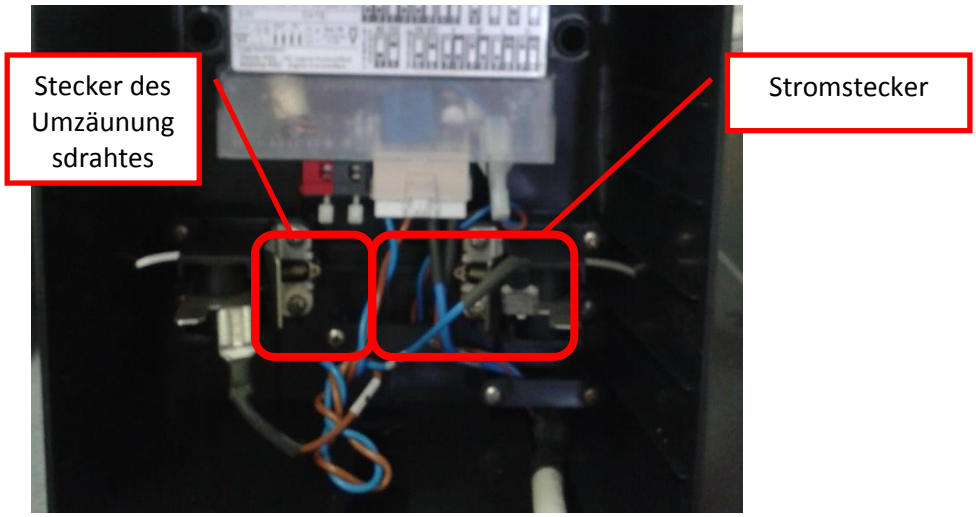

Bild 39 - L30: Innenansicht der Ladestation
6. Prüfen Sie, ob die Stromstecker richtig an den Signalsender angeschlossen sind (siehe Bild 39).